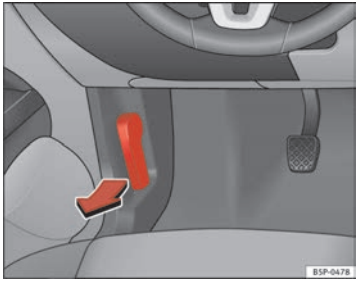

Fig. 161 Detail of foot-well area on driver side: lever for unlocking the bonnet.
– To release the bonnet, pull the lever under the dash panel ⇒ fig. 161 in the direction indicated (arrow). The bonnet will be released by a spring action ⇒ ⚠.